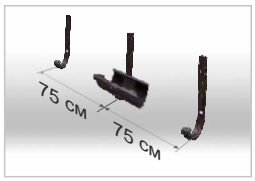

рис. 2
1.8 Шаг установки кронштейнов 60 - 90 см. Оптимально – 75 см. При установке кронштейнов на соединителях желобов экономится количество кронштейнов и улучшается надежность системы из-за фиксации стыка двух желобов в одной точке (рис. 2).